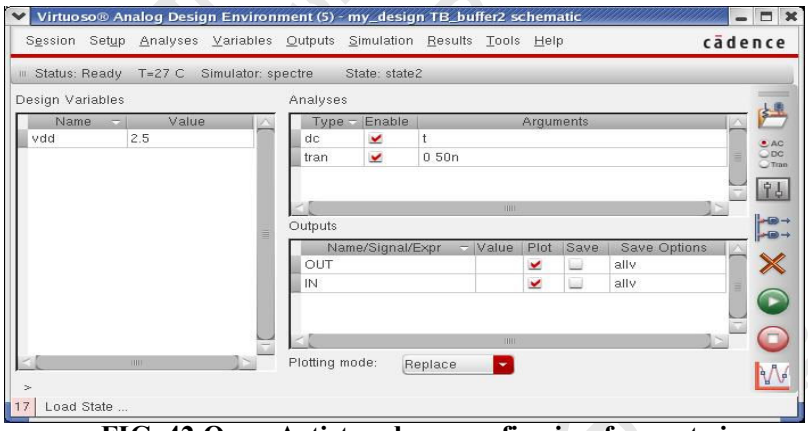

FIG. 42 Open Artist and use config view for post-sim
2. Open the Analog Artist environment L and use the config view of the test fixture for simulation (fig 42). You can also output the simulation netlist to make sure the 'av_extracted' view of our design in the configuration file is used for simulation rather then the 'schematic' view.